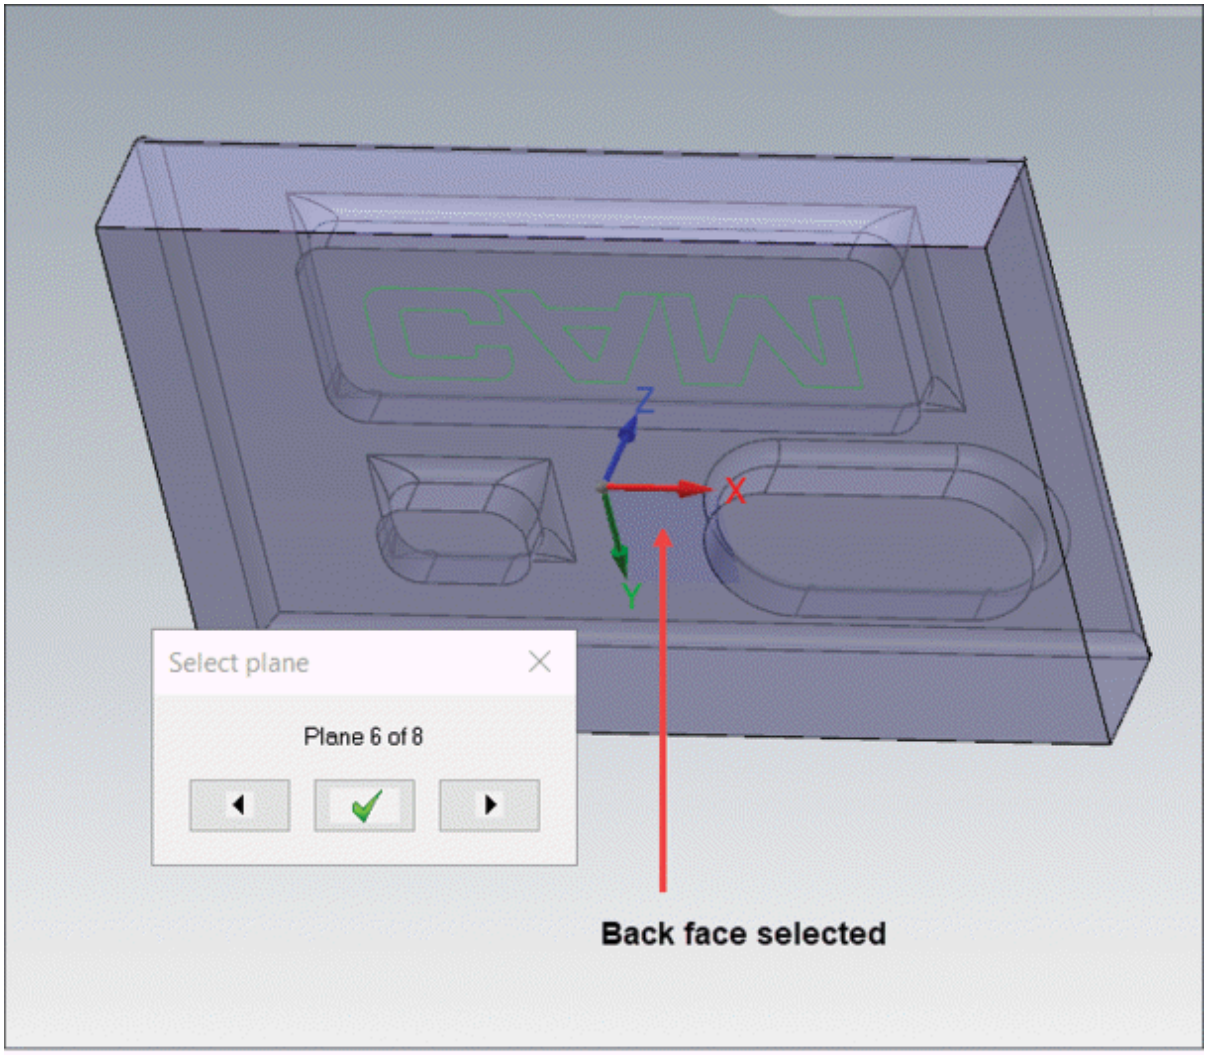

Figure-2. Back face selected
- Select the bottom face of the model and click on the **OK** button from the **Select plane** dialog box after switching to desired orientation; refer to Figure-2. The **New Plane Manager** will be displayed. Note that Z axis should be pointing upward.